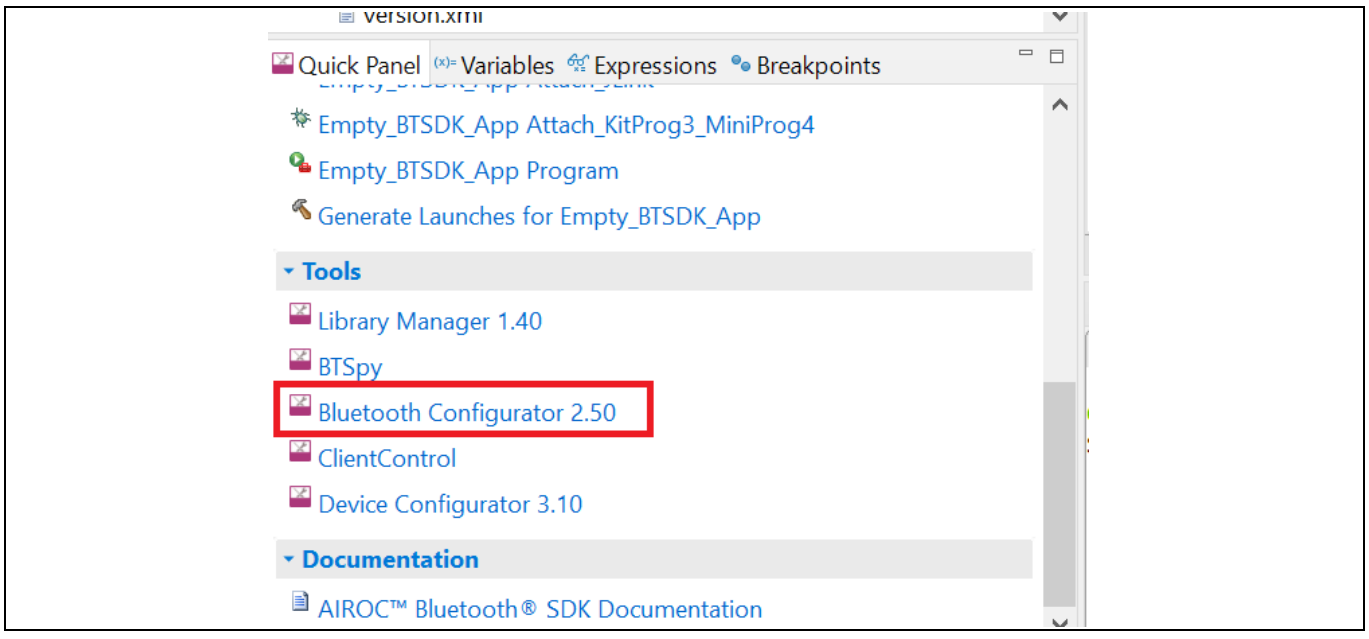
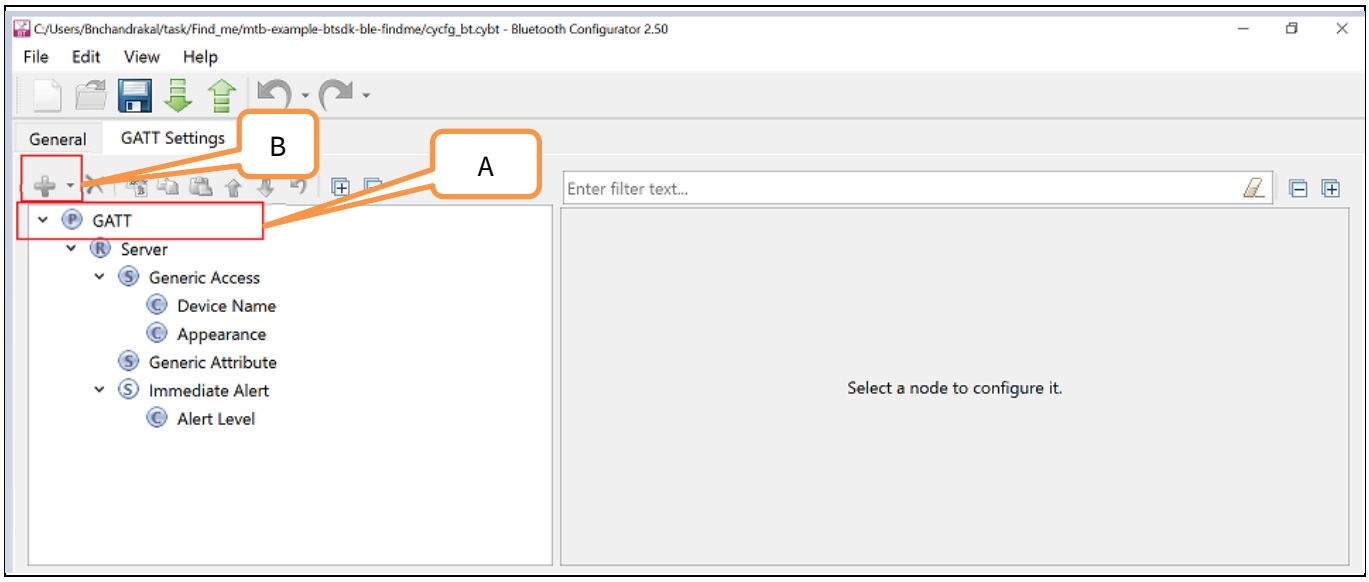
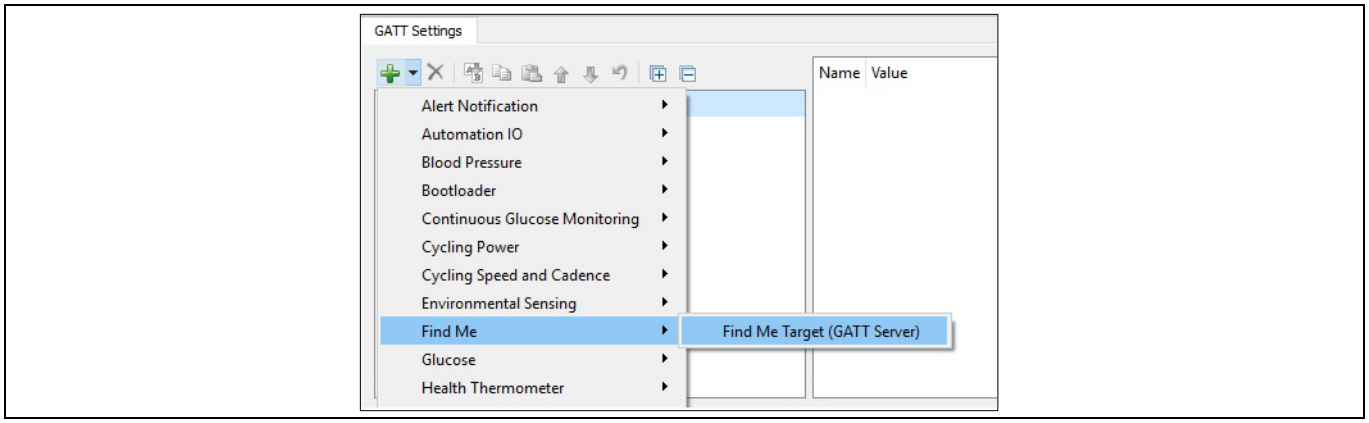

Figure 20　クイックパネルビュー - Bluetooth® Configurator
Figure 21 Bluetooth® Configurator
Figure 22 Find Me ターゲットプロファイルの追加
- **Bluetooth® Configurator:** Bluetooth®ペリフェラルには、Bluetooth® Configurator と呼ばれる追加のコンフィギュレーターがあり、アプリケーションの Bluetooth® Low Energy GATT データベースを生成するために使用されます。Find Me Profile アプリケーションの場合、CYW20820 デバイスの Find Me Target ロールに対応する GATT データベースを生成する必要があります。それを行う前に、IDE または PC ファイル エクスプローラーから `cycfg_bt.cybt` および `app_bt_cfg.c` ファイルを `COMPONENT_btstack_v1` フォルダーからプロジェクトの最上位フォルダーに移動します。CYW20820/CYW20819/CYW20835 デバイスは btstack v1 をサポートしているため、これらのファイルをコピーしています。完了したら、IDE または PC ファイル エクスプローラーから `COMPONENT_btstack_v1` フォルダーと `COMPONENT_btstack_v3` フォルダーを削除します。GATT データベースを設定するには、`cycfg_bt.cybt` ファイルをダブルクリックするか、**Figure 20** に示すように **Quick Panel** で **Bluetooth Configurator** を選択して、Bluetooth® Configurator を起動します。Bluetooth® Configurator のデフォルト ビューを **Figure 21** に示します。
Find Me Target プロファイルを追加するためには、**GATT** プロファイル (**Figure 21** の A) をクリックし、次に+アイコン (**Figure 21** の B) をクリックしてください。**Figure 22** に示すように、ドロップダウンメニューから **Find Me Target (GATT Server)** プロファイルを選択してください。